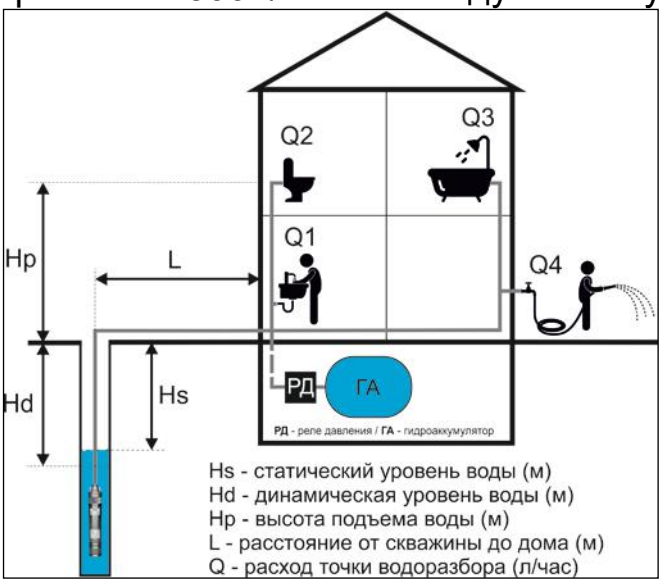

Рис.2 Наглядное изображение
а) РАСХОД равен сумме расходов максимального количества продолжительно и одновременно открытых точек водоразбора (рис.2):
**H = (Hd + Hp +L/10) * k + Z** (рис.2), где